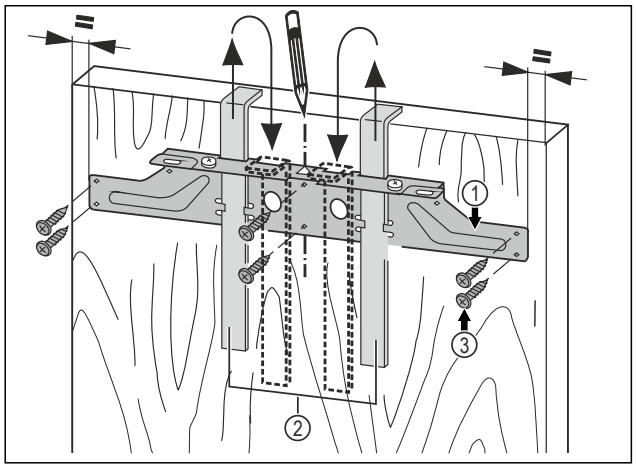

Fig. 42
▶ Befestigungstraverse *Fig. 42 (1)* mit den Montagehilfen *Fig. 42 (2)* auf die Innenseite der Möbeltür hängen.
▶ Befestigungstraverse *Fig. 42 (1)* mittig auf der Tür ausrichten.
▶ Die Befestigungstraverse *Fig. 42 (1)* mit mindestens 6 Schrauben *Fig. 42 (3)* festschrauben.
▶ Befestigungstraverse *Fig. 42 (1)* mit 4 Schrauben *Fig. 42 (3)* am Rand festschrauben.
▶ Montagehilfen *Fig. 42 (2)* nach oben herausziehen und in die danebenliegenden Aufnahmeöffnungen gedreht einschieben.